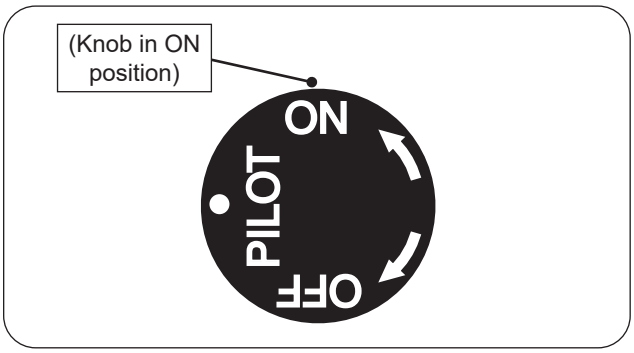

Fig. 24-1 Manual lighting
1. Ensure the pilot is burning. Turn the control knob counterclockwise to **ON** to ignite the burner (see Fig. 24-1). The valve will open and the burner will light.